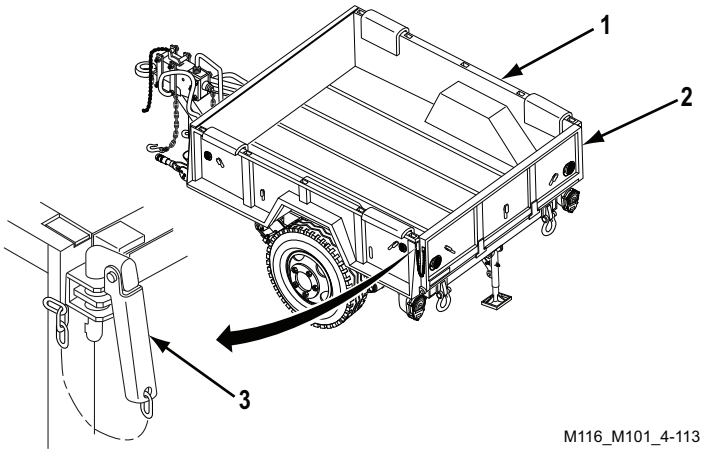

Figure 1. Tailgate Removal.
1. Remove two latch pins (Figure 1, Item 3) from cargo body (Figure 1, Item 1) and release top corners of tailgate (Figure 1, Item 2) from cargo body (Figure 1, Item 1).
2. Open and lower tailgate (Figure 1, Item 2) and support it with wood blocks.